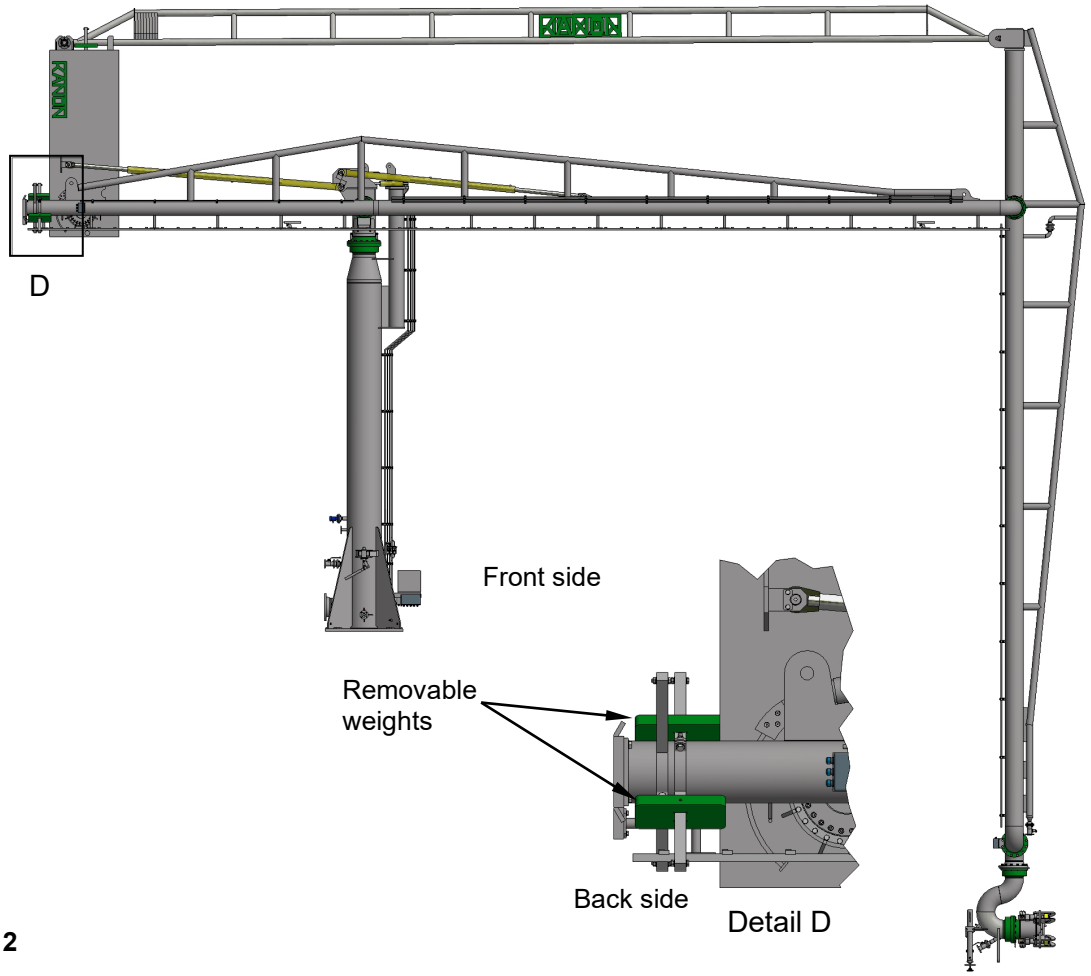

Figure 2
3. Maneuver the MLA with inboard arm into a horizontal position and the outboard arm in a vertical position. See Figure 2.
6. Add weight to the square bar of inboard or remove weight from the square bar of inboard which is situated at the end of inboard tail. See Figure 2, detail D.